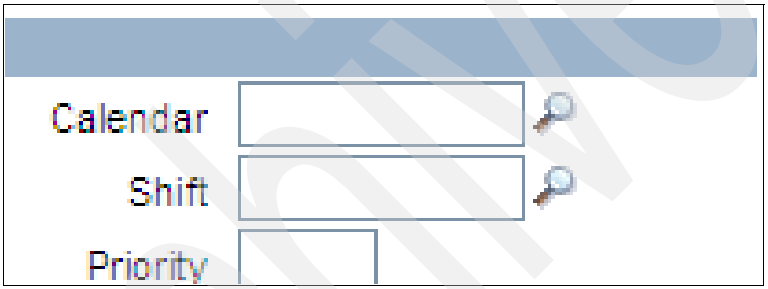

Figure 11-13 Asset without calendar and shift applied
After applying the SLA using the First and Second Choices, we are going to remove the asset's calendar to force the SLA to use the Third Choice, which in this case is the location's calendar and shift, to calculate the target dates. Go to the **Assets (SP)** application, enter the ASSETRB01 record, remove the Calendar and Shift, and save it. The record will look like Figure 11-13.